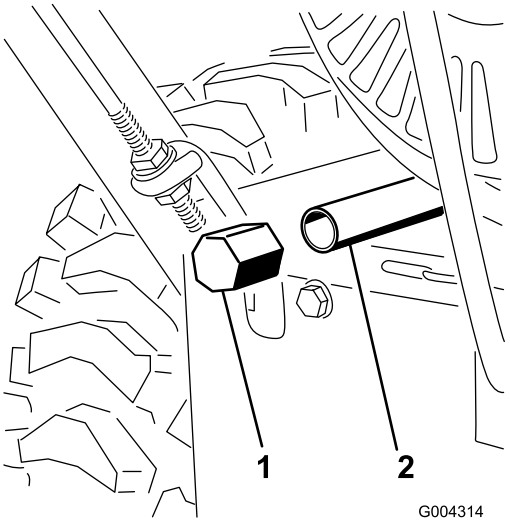

Figur 32
3. Rengør området omkring olieaftapningsproppen (Figur 32).
4. Skub en olieaftapningsbakke ind under aftapningsforlængeren, og fjern olieaftapningsproppen (Figur 32).